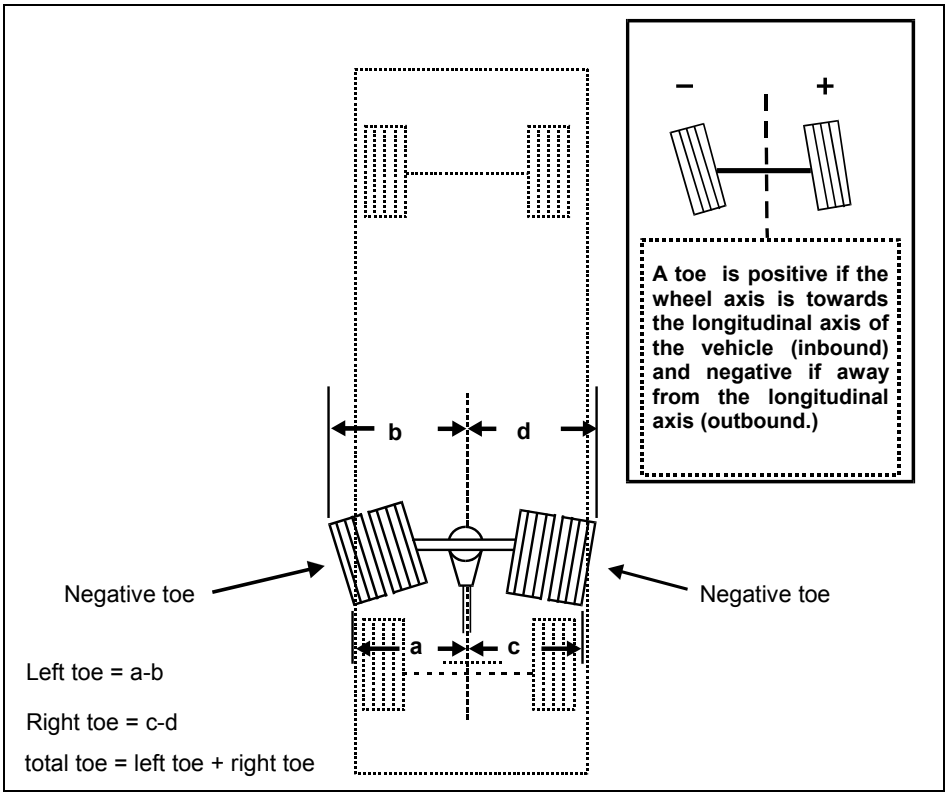

FIGURE 7: DRIVE AXLE TOES 11011
1. Measure left and right differential toes (Fig. 7).